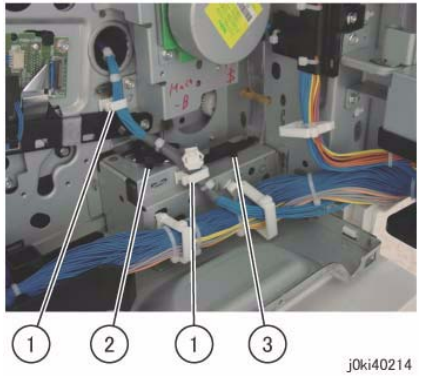

Figure 4 Remove the Cable Supports
10. Remove the Cable Supports (x2). (Figure 4)